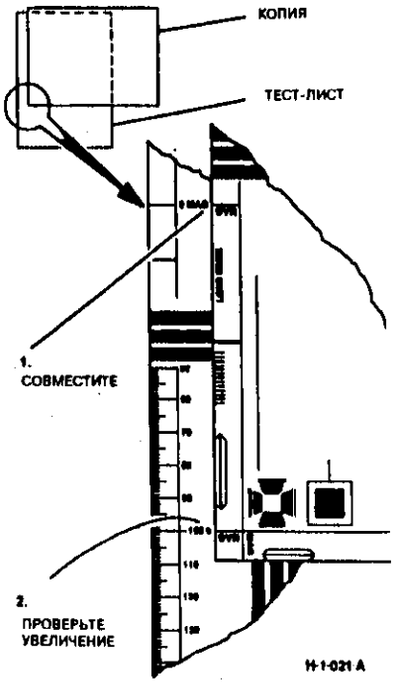

Рисунок 3. Проверка уменьшения/увеличения в направлении от верхней кромки к нижней
a. (Рисунок 3) Сдвиньте копию вверх по тест-листу так, чтобы метка **MAG 0** на тест-листе совпала с меткой **MAG** на передней кромке копии.
b. (Рисунок 3) Для проверки уменьшения по шкале тест-листа найдите в углу копии метку **MAG** (на примере показана копия в масштабе 100%).